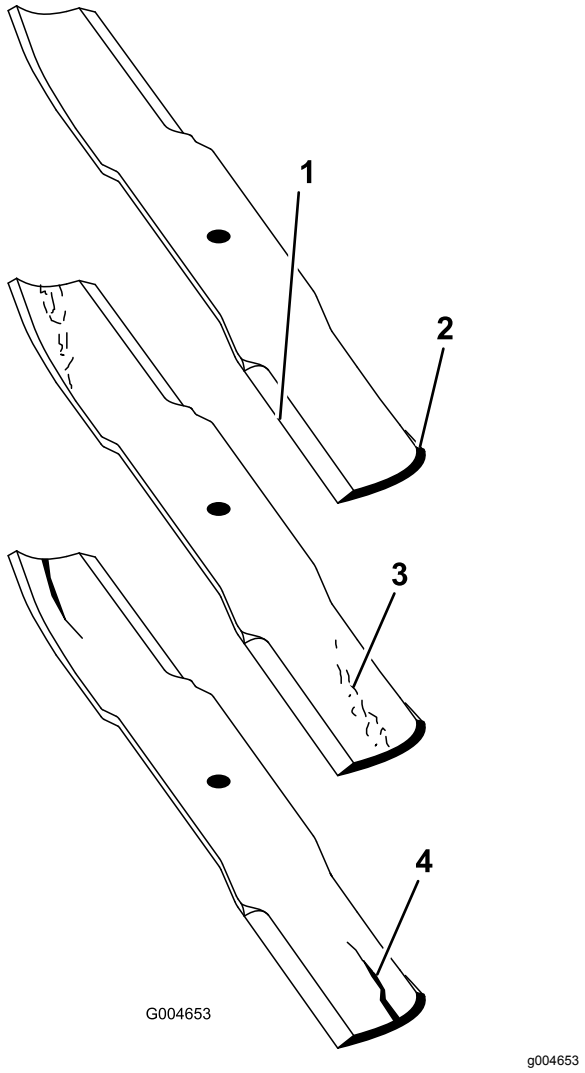

Figur 67
1. Undersøk kniveggene (Figur 67). Hvis kniven er sløv eller hvis det er hakk i den, må den tas av og knivene slipes. Se Slipe knivene (side 37).
2. Undersøk knivbladene, spesielt knivvingeområdet (Figur 67). Hvis du finner skader, slitasje eller ser at det begynner å dannes spor i denne delen av kniven (Figur 67), må den skiftes ut øyeblikkelig.